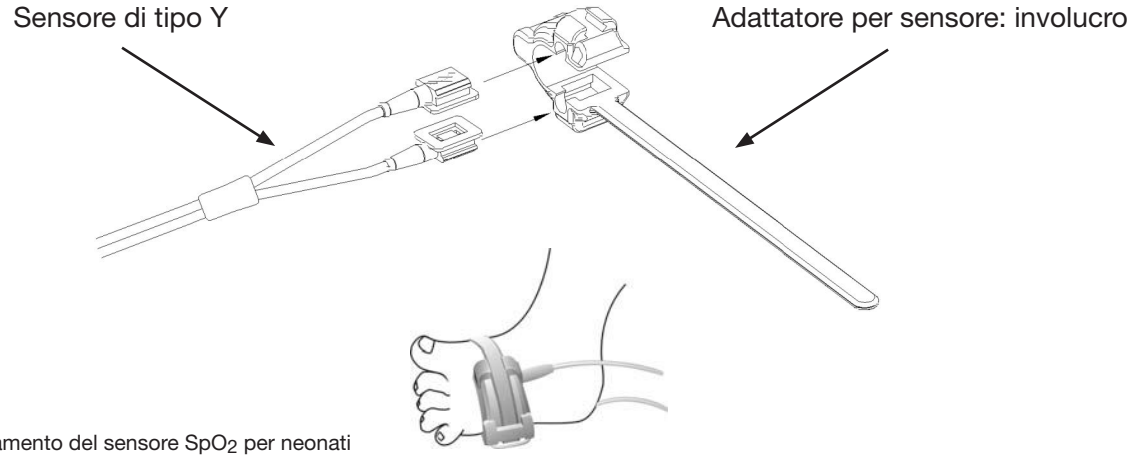

Figura 3.10 Posizionamento del sensore SpO_2 per neonati
3. Il sensore SpO_2 per neonati va collegato come da figura 3.10.